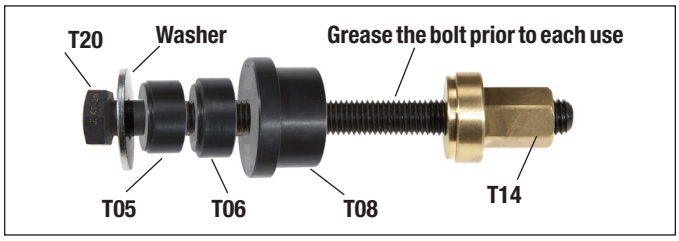
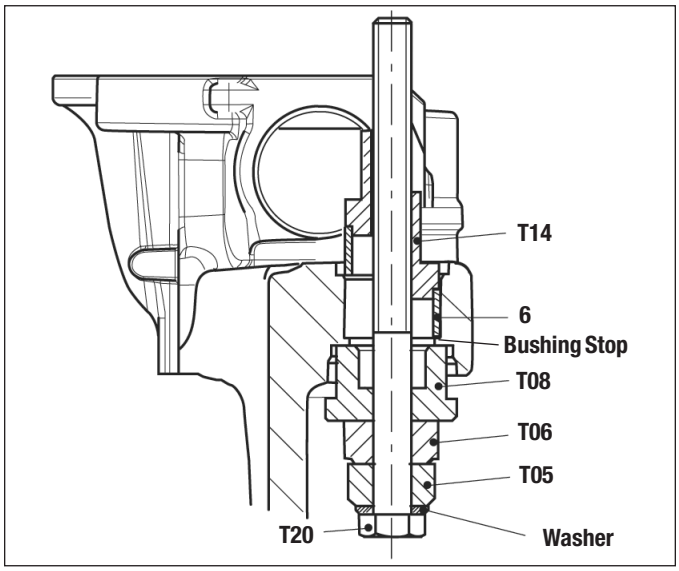

Figure 79 – Short Guide Pin Bushing Installation Tool
Figure 80 – Guide Pin Bushing Installation
5.6.27 *Use the tool combination shown in Figure 79* to draw the bushing (6) into the caliper. *See also Figure 80*, to see the orientation (with tool T14 at the top). Hand tighten the nut (T14) into position. Then tighten the bolt (T20) using a box end wrench or socket to draw the bushing (6) into the caliper until the bushing (6) contacts the machined step in the bore. Remove the tool.